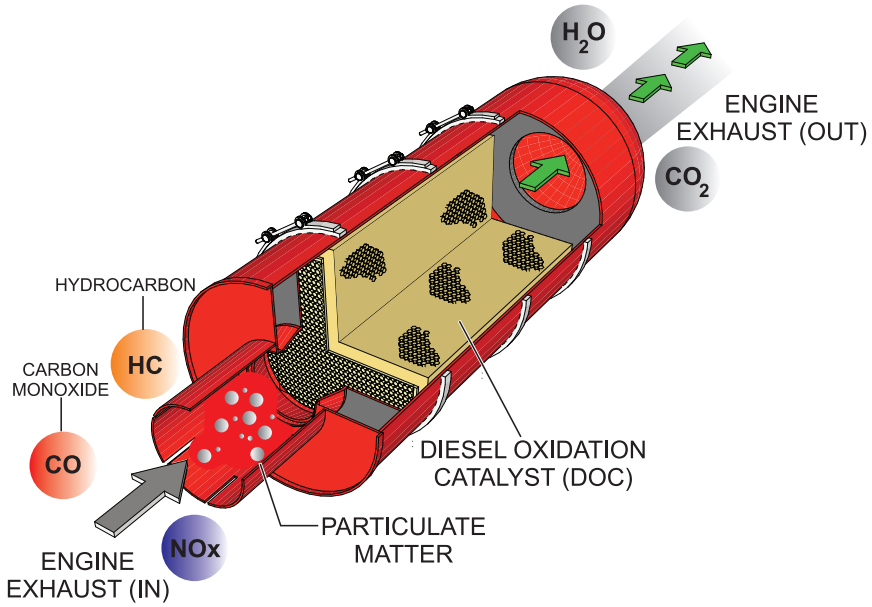

Figure 78. Diesel Oxidation Catalyst (DOC)
The DOC device (Figure 78) helps filter out large amounts of harmful nitrogen oxides (NO_X) and particulate matter (PM) which are emitted by diesel engines. These exhaust emissions pose serious environmental and health risks. It is important to maintain and service the DOC emission safety device on a periodic basis.